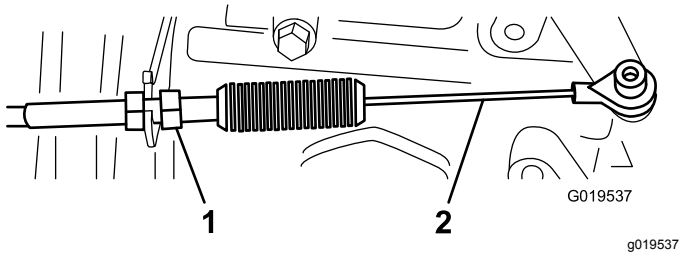
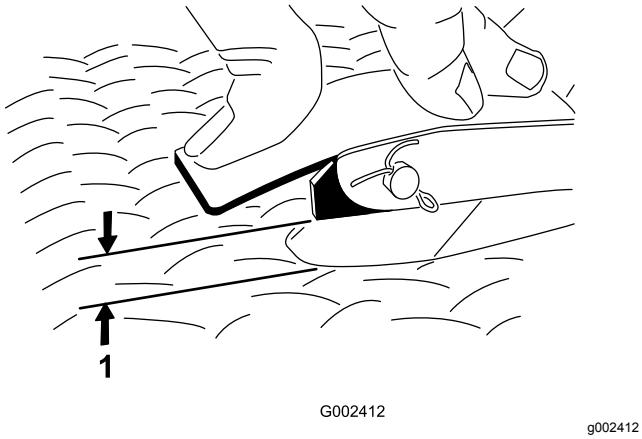

Figur 62
Figur 63
2. Justera kulleden på gasvajern (Figur 62) så att spelet blir 2,54–6,35 mm mellan gaspedalarmen och den översta delen av den diamantformade golvplattan (Figur 63) när en kraft motsvarande 11,3 kg appliceras mitt på pedalen.
3. Dra åt låsmuttern (Figur 62).